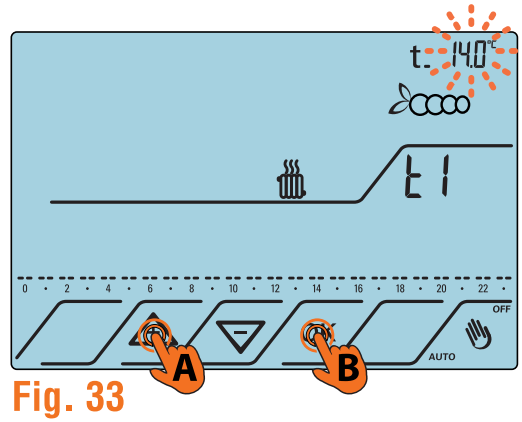

Fig. 33
4. Sul display comparirà il primo livello di temperatura **T1**, che lampeggerà in alto a destra. Utilizzare i tasti △ o ▽ per impostare la temperatura desiderata e premere il tasto OK per passare alla configurazione del livello successivo(Fig.33).